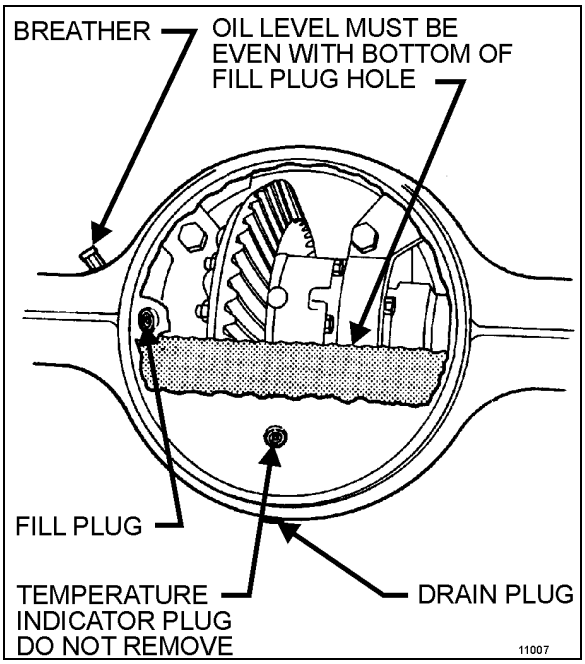

**FIGURE 4: DIFFERENTIAL HOUSING BOWL** 11007
3. Clean the area around the fill plug. Remove the fill plug from the differential axle housing bowl (Figure 4).